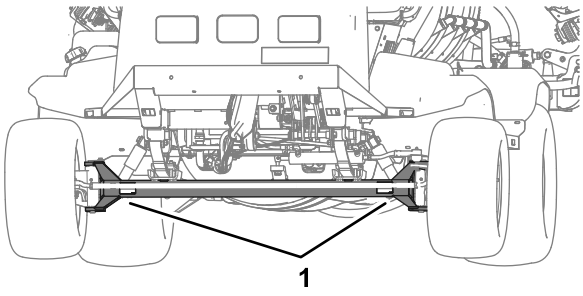
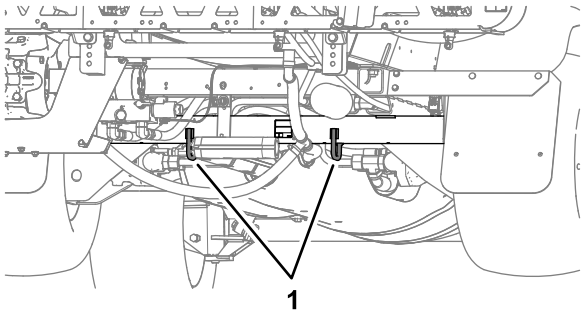

図 58
図 59
- 本機をトラックなどに載せて確実に固定する図 58と図 59に示すロープ掛けポイントを利用する。